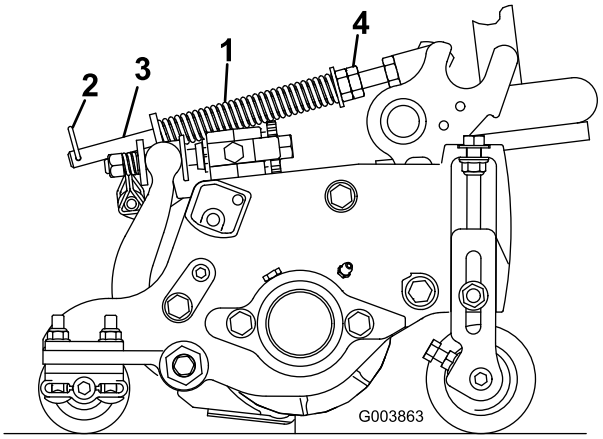

Figur 13
1. Sørg for, at låseclipsen er monteret i det bageste hul i fjederstangen (Figur 13).
2. Stram sekskantmøtrikken på fjederstangens forende, indtil fjederens sammentrykkede længde er 12,7 cm (Figur 13).